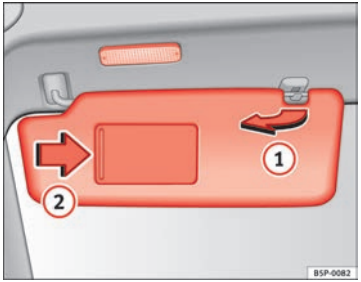

Fig. 84 Sun visor on the driver side
The sun visors for the driver and the front passenger can be pulled out of their mountings in the centre of the vehicle and turned towards the doors ⇒ fig. 84 (1)